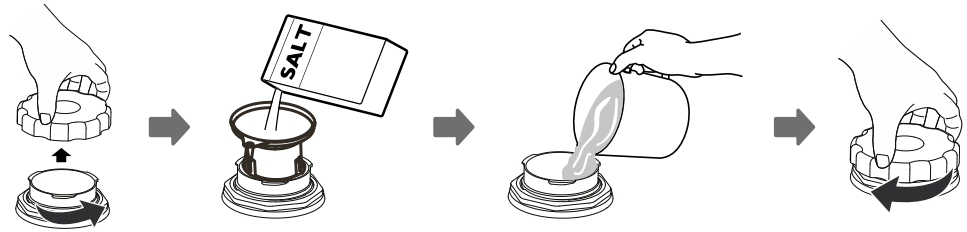

Rys.1
1. Otwórz drzwi urządzenia, wyjmij dolny kosz, a dalej postępuj tak, jak jest pokazane na Rys. 1 poniżej.